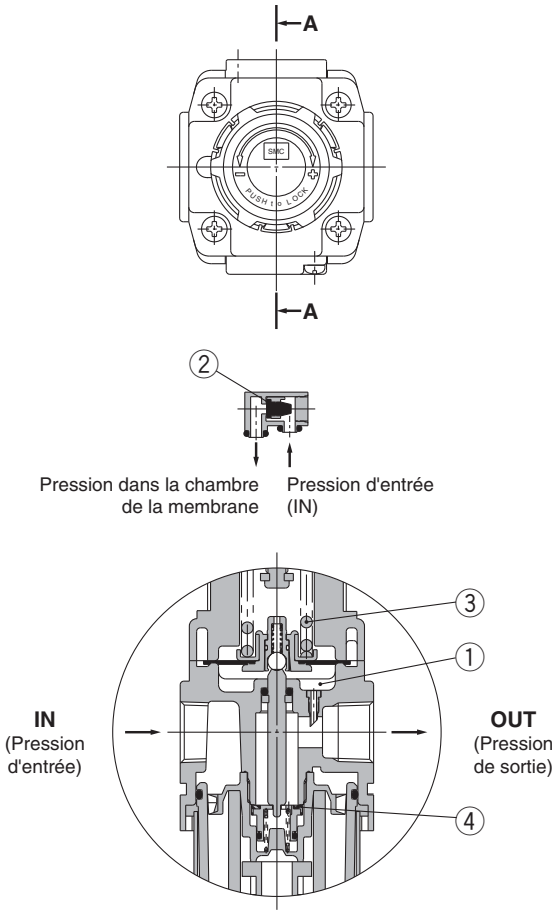

Figure 1 Fonctionnement normal
Lorsque la pression à l'admission est supérieure à la pression de réglage, le clapet antiretour fonctionne comme un régulateur normal (Figure 1).
Lorsque la pression à l'admission est plus élevée que la pression de réglage, la vanne ② se ferme et fonctionne comme un régulateur normal (Figure 1).